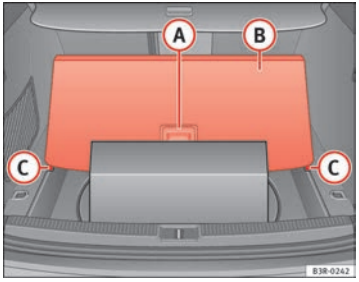

Fig. 124 Floor panel raised
– Take hold of handle (A) ⇒ fig. 124, lift the floor panel (B) and line up the bottom corners of the floor panel with the recesses (C).
– Take hold of the handle (A) ⇒ fig. 124 and fold out the floor panel as far as the rear backrest.
Small items can also be stored **under** floor panel (B) ⇒ fig. 124.